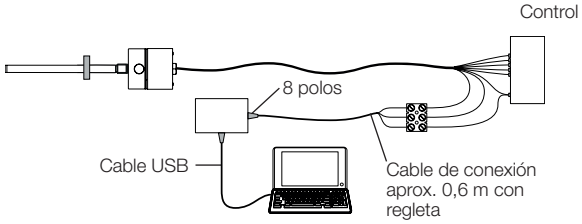

Fig. 6-1: Conexión del módulo de comunicación con conexión de cable
1) Color del conductor recomendado en caso de utilización del módulo de comunicación USB (véase Fig. 6-1 en la página 17)